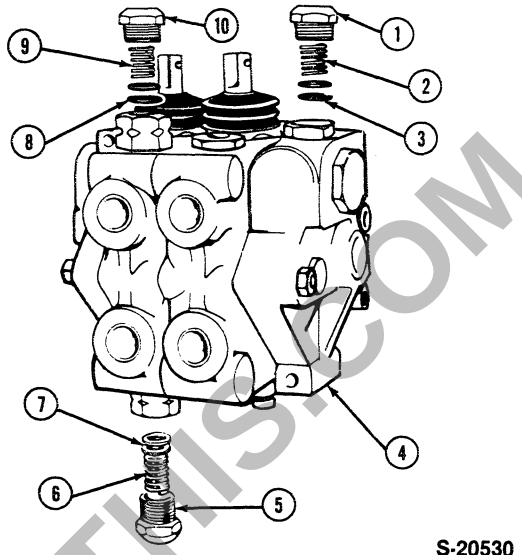

Figure 181
5. If the pressure reading is below specifications (see Chapter 6), remove the system relief valve and cap, Figure 181. Add sufficient shims to raise the pressure to specifications. Shims of 0.010 in. (0.254 mm) and 0.025 in. (0.635 m) thickness are available. One 0.010 in. (0.254 mm) shim will increase the pressure by approximately 100 psi (7.0 bar). Recheck the pressure of each adjustment.
The location of the two circuit relief valves in the loader main control valve is shown in Figure 181. The bucket piston end circuit relief valve protects the bucket cylinder from overloads during grading operations while the unit is travelling rearwards. The bucket cylinder rod end circuit protects the bucket cylinder during arduous digging operations. If a hydraulically closed bucket is fitted, a third section is added to the control valve and contains a circuit relief valve.